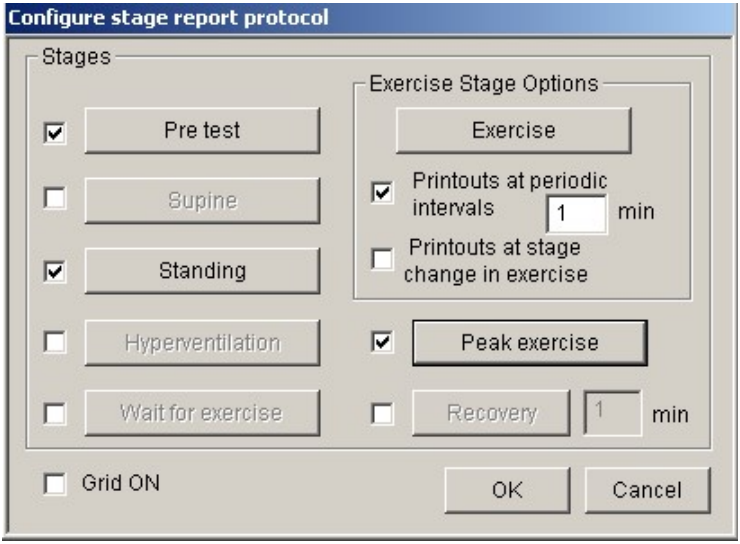

Fig 3.5: Stage report protocol creator.
- A dialogue box as shown in fig 3.5 is displayed on the screen.